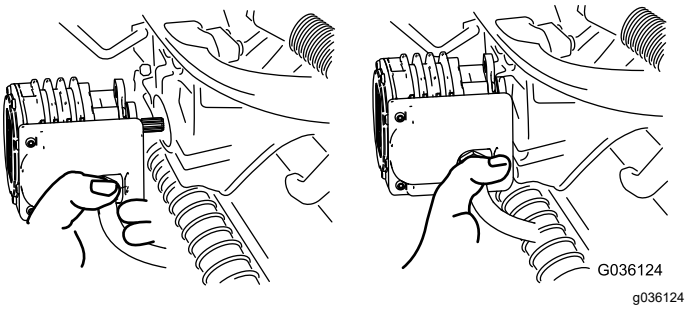

Figur 58
4. Flyt motoren hen i opbevaringspositionen foran på affjedringsarmen (Figur 58).